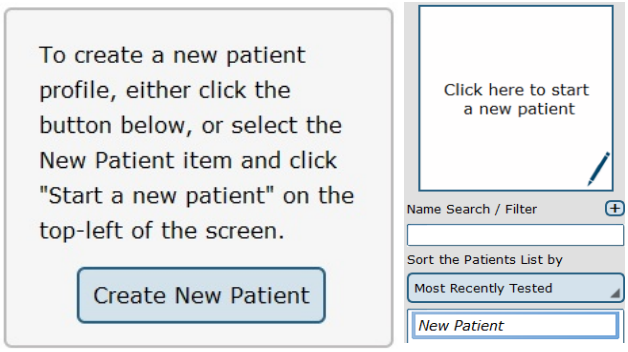

Abbildung 14: Neue Patienten anlegen
1. Klicken Sie, unmittelbar nachdem Sie sich bei dem System angemeldet haben und sich im Untersucher-Ausgangsbildschirm befinden, auf die Schaltfläche „New Patient" („Neuer Patient") in der Mitte des Bildschirms. Alternativ dazu können Sie auch den Eintrag „New Patient" („Neuer Patient") aus der Patientenliste auswählen und anschließend auf die Fläche „Click here to Start a New Patient" („Hier klicken, um einen neuen Patienten anzulegen") klicken, die sich oben links im Bildschirm befindet. Beide Optionen sind in Abbildung 14 gezeigt.